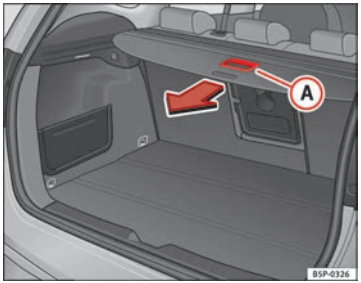

Abb. 125 Betätigung der Ablage
– Ziehen Sie Ablage am Griff (A) nach hinten, bis Sie ein „Klickgeräusch“ hören ⇒Abb. 125.